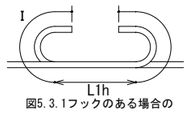

図5.3.1フックのある場合の
2、フックのある場合のL　は、図5.3.1に示すようにフック部分Ｉを含まない。